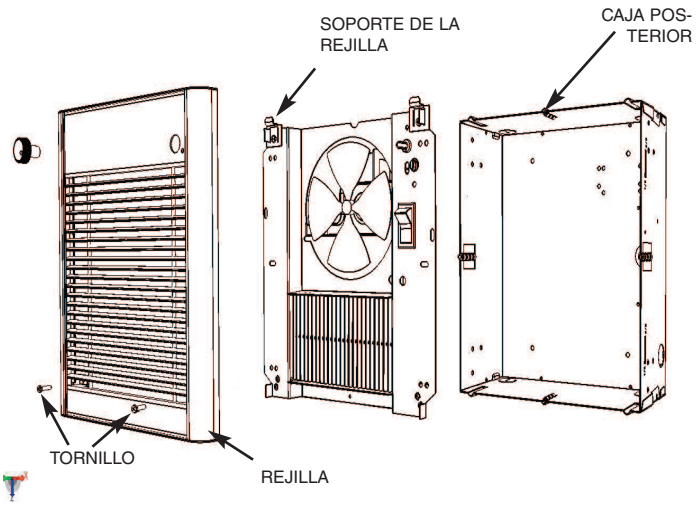

Figura 4
1. Instale el soporte de la rejilla con el tornillo provisto, en la parte superior de la caja posterior, como se muestra en la Figura 4.